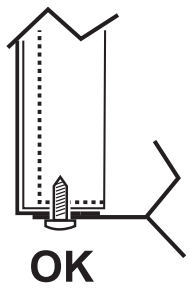
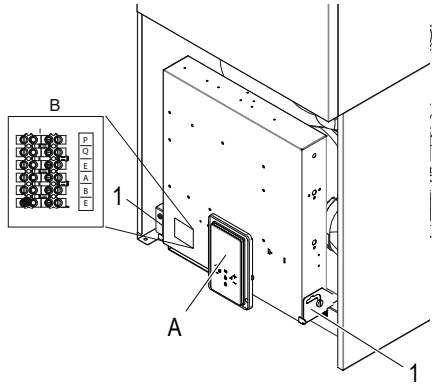

fig. 17 - montaj cu șuruburile din partea de jos
fig. 18 - vedere fără panoul frontal
3. Efectuați operațiunile în ordine inversă, pentru a monta la loc panoul anterior. Asigurați-vă că panoul este corect prins de panoul superior și că se sprijină complet pe panourile laterale. Capul șurubului „A”, după ce a fost strâns, trebuie să fie poziționat conform indicațiilor din „fig. 17 - montaj cu șuruburile din partea de jos”).
Pentru a accesa bornele unității interioare, deșurubați cele două șuruburi (partea 1 - fig. 17) de sub cutia electrică, apoi apucați cutia electrică și eliberați-o (fig. 18), apoi rotiți-o înainte (fig. 19). Scoateți tabla din spate (part. 3 - fig. 19) fixată cu 3 șuruburi (part. 4 - fig. 19).
A Panou de afișare și tastatură (fig. 17)
Cutia cu borne de conectare (det. B fig. 17) se află în partea stângă a casetei electrice. Cutia cu borne de conectare este de tip regletă tată-mamă. Pe partea laterală a cutiei cu borne de conectare este aplicată o etichetă de identificare a celor 6 borne disponibile („Tabel. 6 - Tabel cu blocuri terminale”).